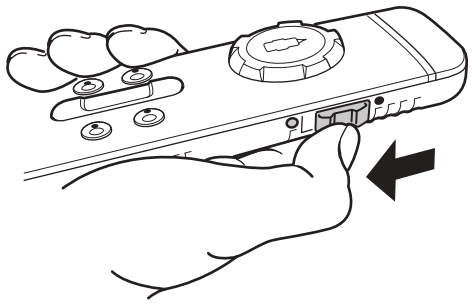

Abb. 35
► Den seitlichen Schiebeschalter nach unten schieben, um die Fernbedienung auszuschalten (Abb. 35). Die grüne LED erlischt.